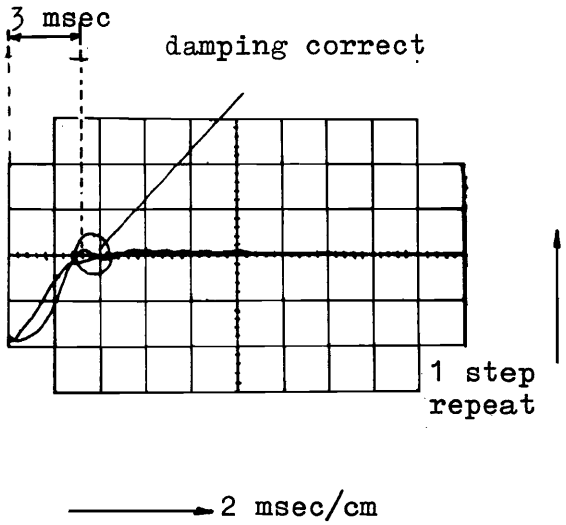

Fig 7-12
15) Start positioning over the next distance, and check the incidence shown in fig. 7-12&7-13 for scope adjustment see point 13.